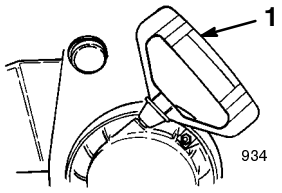

Figure 16
- **Recoil Starter** (Fig. 16)—Pull the recoil starter to start the engine.
A. Grasp the recoil starter handle (Fig. 16) and pull it out slowly until positive engagement results; then pull vigorously to start the engine.